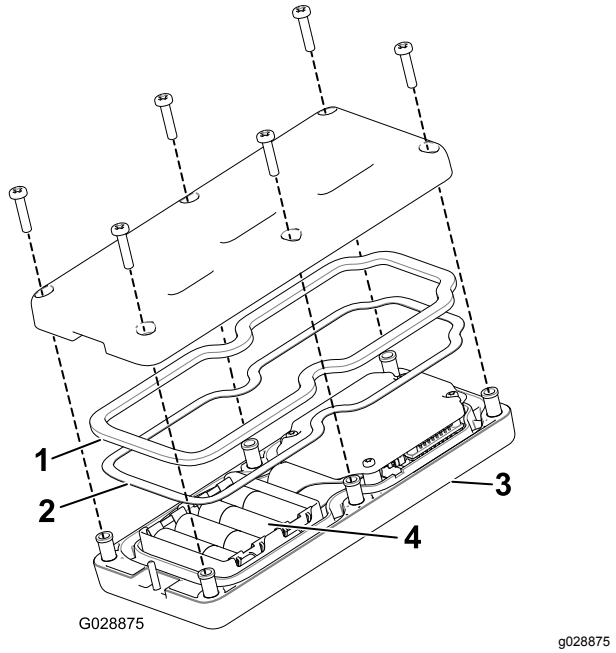

**Figuur 18**
2. Let op de polariteit van de batterijen terwijl u deze plaatst. (Als de batterijen onjuist worden geplaatst, raakt de eenheid niet beschadigd, maar ze zal niet meer functioneren). Op het draagtoestel staat de polariteit van de contacten aangegeven (Figuur 18).
3. Zorg ervoor dat de stalen pakking en de rubberen afdichting in de groef in het bedieningspaneel zitten en plaats het achterdeksel op zijn plaats (Figuur 18).
4. Bevestig het deksel met 6 schroeven (Figuur 18) en draai ze vast met een torsie van 1,5 tot 1,7 N·m.